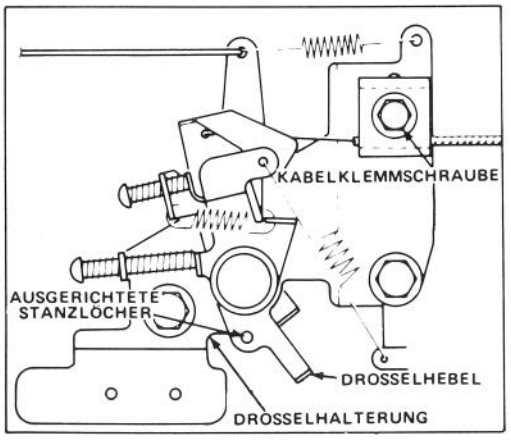

Bild 16
4. Schraube der Kabelklammer lösen, bis Bowdenzugkabel gleitet (Bild 16). Stanzlöcher in Drosselkabel und Drosselhalterung ausrichten. Bowden zugkabel leicht anziehen, um jegliches Spiel zu beseitigen, und Schraube der Kabelklammer anziehen, um die Einstellung fest zu verriegeln.